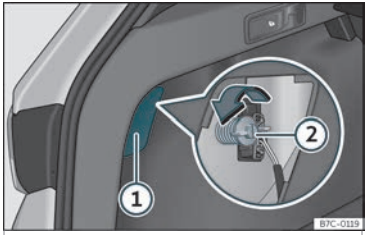

Fig. 48 Maleteiro:acceso ao parafuso de fixación da unidade de luz traseira.
– Retire a tapa facendo panca co lado plano dun desaparafusador no rebaixe ››› **fig. 48** ①.
– Desenrosque coa man ou con axuda dun desaparafusador o parafuso de fixación do piloto ››› **fig. 48** ②.